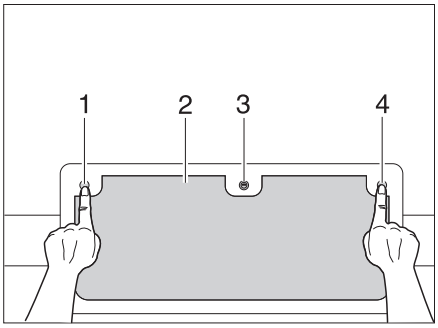

Fig. 30 Flap lock with buttons, locked
- Insert the key into the locking cylinder (Fig. 30,3) and turn a quarter turn.
- Press in the three push buttons (Fig. 30,1, 3 and 4).
- Close the external flap (Fig. 30,2) completely until it engages audibly.
- Insert the key into the locking cylinder (Fig. 30,3) and turn a quarter turn. The lock is locked.